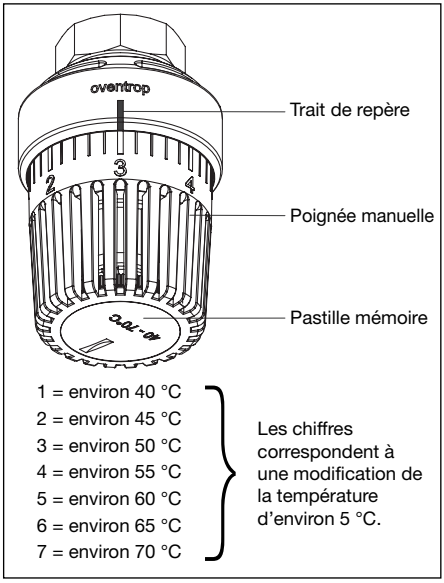

Fig. 8.3 Réglage de la température d'eau chaude sanitaire
- La température de soutirage doit atteindre la valeur souhaitée. Si nécessaire, contrôler le réglage au régulateur de température thermostatique (fig. 8.3).